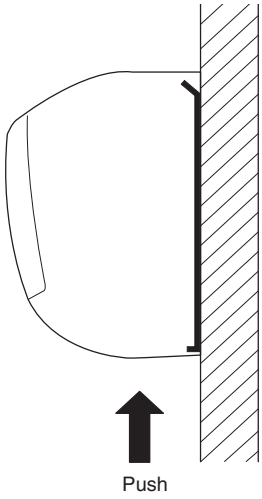

Fig. 3-33
(3) Press the 2 △ marks on the lower part of the indoor unit and unlatch the tabs. Then lift the indoor unit and unmount. (Fig. 3-33)